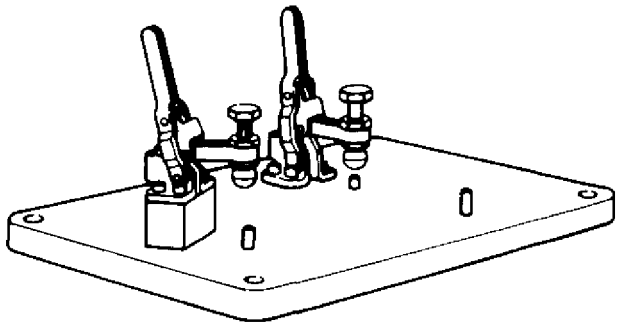

Figure 27. 6799328 Coordinator Holding Fixture
(7) Depress foot switch (−414) and rotate switch (−402) back and forth until a beep and OPEN lamp (−405) signal are given. If it is necessary to move selector (−403) off of 100 ± 5 ohms to obtain beep and OPEN lamp (−405) indicating a ponogometer threshold, adjustment should be made by qualified technician.
(8) Release foot switch and remove ponogometer standard cable (−700) from ponogometer panel and adapter cable (−500).
(9) Install test coordinator in 6799328 holding fixture (figure 27) and connect adapter cable (−500).
(10) Depress foot switch (−414) and rotate power lever (test variable resistor) from 30 − 90° in a 1 − 2 second movement. OPERATE (−410) and NORMAL (−407) lamps light if operation is satisfactory. Variable resistor is not acceptable if OPEN lamp (−405) lights in place of NORMAL lamp (−407) and an audible signal is given and is repeatable. Audible and OPEN signals last approximately 1 − 1.5 seconds.
(11) At termination of test, turn off power switches (−332 and −412) and remove adapter cable (−500).
(1) Install the coordinator control assembly in 6799328 holding fixture (figure 27).